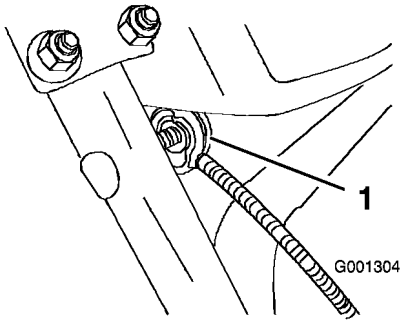

Figur 7
3. Fjern mutteren og skiven fra håndtaket, fest kabelklemmen på kabelen til håndtaket og trekk til mutteren for hånd (Figur 7).